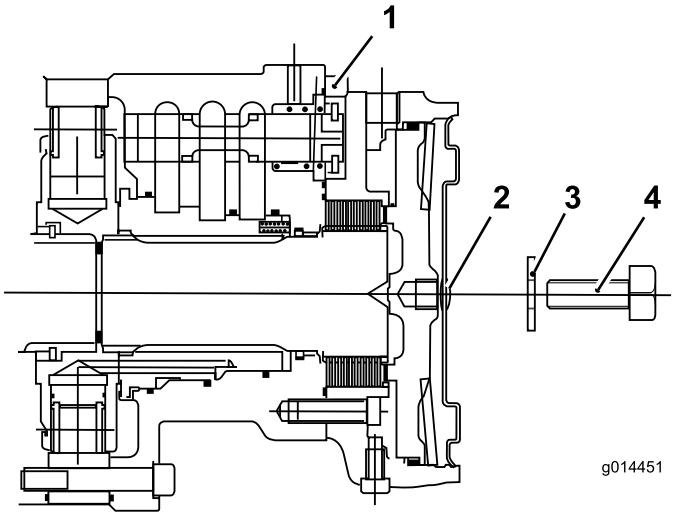

Rysunek 44
C. Wprowadź zaślepkę sześciokątną do płyty końcowej silnika (Rysunek 44).